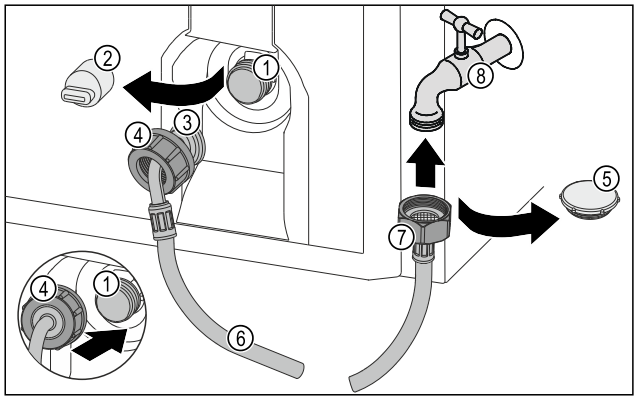

*Fig. 33*
▶ Sluitdop *Fig. 33 (5)* verwijderen.
▶ Rechte slangeinde *Fig. 33 (7)* op de waterkraan *Fig. 33 (8)* plaatsen.
▶ Moer op het rechte slangeinde *Fig. 33 (7)* rechtsom vastdraaien.